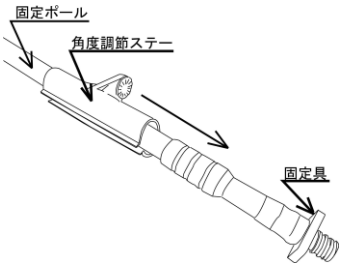

図１
①本商品をパッケージから取り出し、固定具を反時計回転方向に回して取り外してください。そして、角度調節ステーを固定ポールから矢印方向にスライドさせて抜き取ってください（図１参照）。固定具は不要ですので廃棄してください。